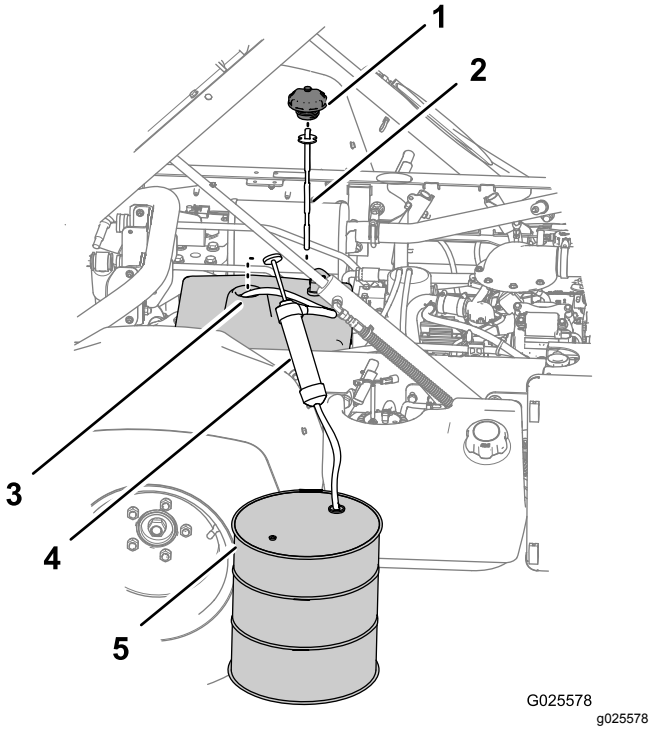

图82
3. 卸下液压油箱加油颈的盖子和量油尺图82。
4. 将虹吸设备的进气软管穿过液压油箱的加油颈并到达油箱底部图82。
5. 将虹吸设备的排放软管导入收集容器图82非 TC 型号的容器容量为 11.4L 带高流量液压套件可选的非 TC 型号或 TC 型号容量为 18.9L。
7. 从液压油箱卸掉虹吸设备图82。
8. 向液压油箱添加 7.5L非 TC 型号或 15.1L 带高流量液压套件可选的非 TC 型号或 TC 型号的指定液压油图82。
9. 将量油尺和盖子装回液压油箱的加油颈图82。